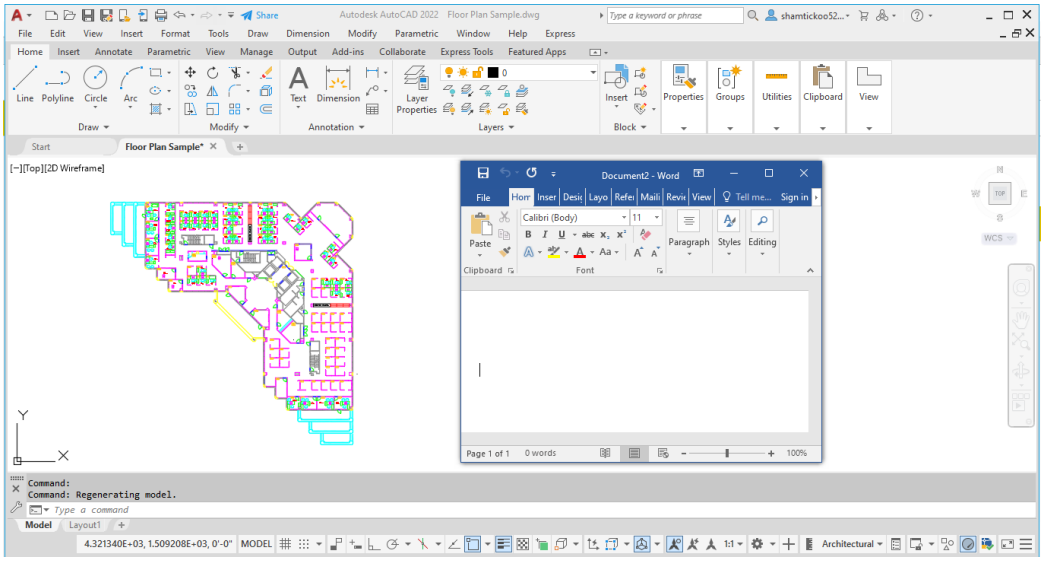

Figure 21-21 *AutoCAD graphics screen with the MS Word window*
3. It is preferable to arrange both the container and server windows so that both are visible, as shown in Figure 21-21.